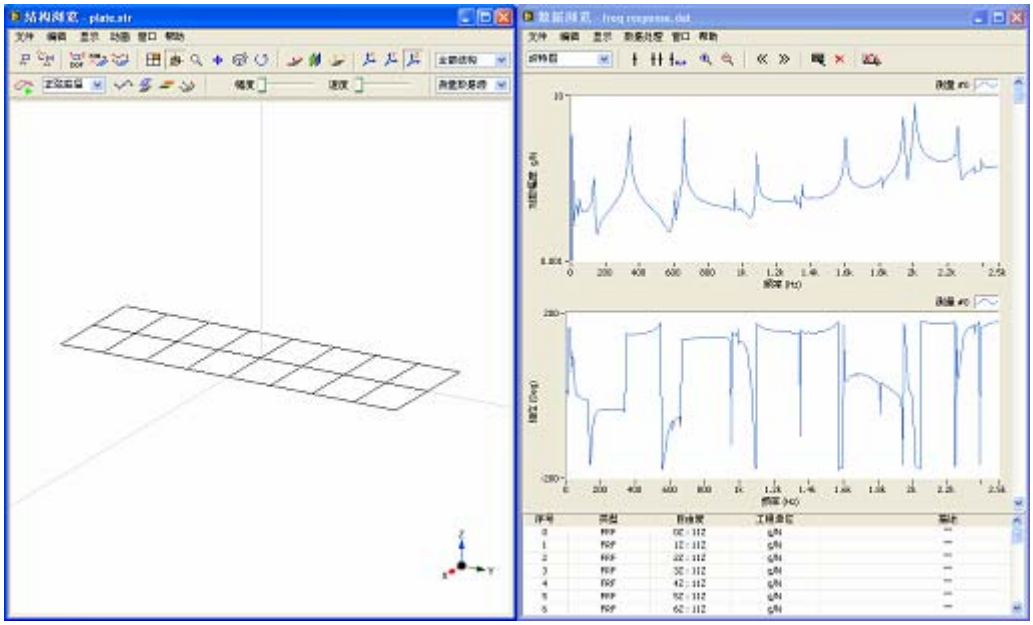

图 4-3 频率 ODS 动画显示
- 执行菜单命令**文件 | 载入…**，在结构模型文件列表中选择 plate 文件。模态结构被显示在窗体中。如图 4-3 所示。
- 执行菜单命令**文件 | 载入…**，在数据文件列表中选择 freq response 文件。有 27 条测量数据的 FRF 被显示在窗体中。如图 4-3 所示。